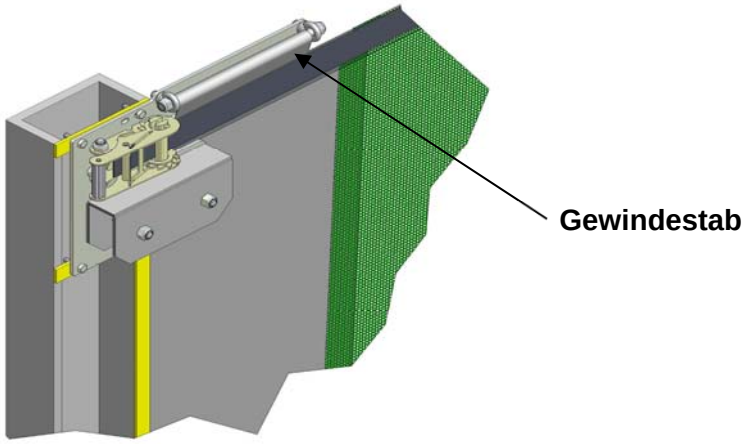

Abbildung 16
5.3 Heben Sie das Paneel mit dem Elektroantrieb vollständig an (möglicherweise muss die grüne Nocke nachgestellt werden, damit dies möglich ist). Folgen Sie den in Abschnitt 5.2 aufgeführten Schritten, um den oberen Gewebegurt an den Klinkenrädern der Kopfplatten zu befestigen und spannen Sie ihn (Abbildung 16). Achten Sie darauf, dass das Paneel mittig hängt und **spannen Sie die Klinkenräder vollständig** von Hand bis Sie die Kurbel nicht mehr weiter drehen können. Für den Fall, dass das Paneelmaterial in das Klinkenrad gezogen wird, erfahren Sie in Abschnitt 5.4, wie Sie das Material trimmen können. Fahren Sie mit dem Spannen fort nachdem die Einstellungen durchgeführt wurden.
Führen Sie den M12 x 300 Gewindestab an den Kopfplatten durch die 40 mm Tasche (Abbildung 16). Die Tasche muss möglicherweise passend zugeschnitten werden.